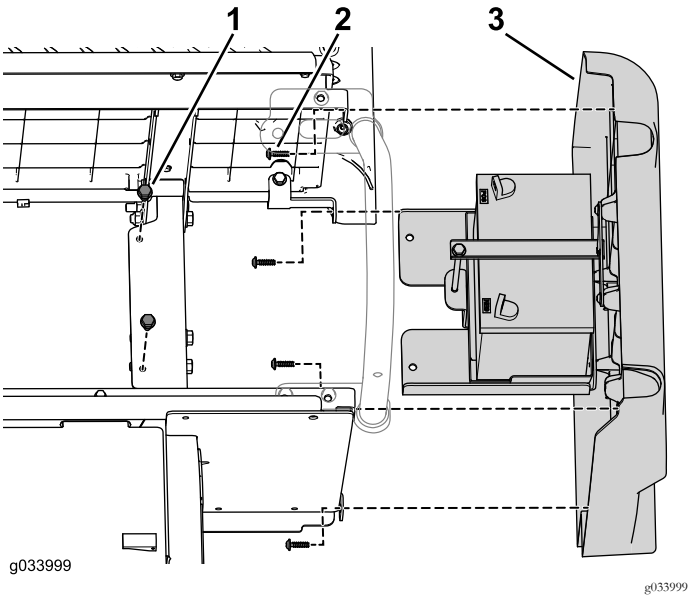

Figur 5
2. Fjern de to flensboltene som fester batteriholderen til rammen (Figur 5).
3. Fjern de fire skruene som fester det høyre panelet til den nedre seteenheten (Figur 5).